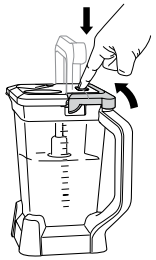
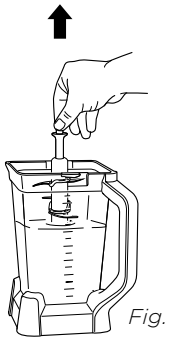

*Fig. 1*
*Fig. 3*
**16b** For thicker mixtures that cannot be emptied through the pour spout, remove the lid and stacked blade assembly before pouring. To remove the lid, press the LID RELEASE button and lift the handle **(Fig. 1)**. To remove the blade assembly, carefully grasp it by the top of the shaft **(Fig. 2)**. The pitcher can then be emptied **(Fig. 3)**.